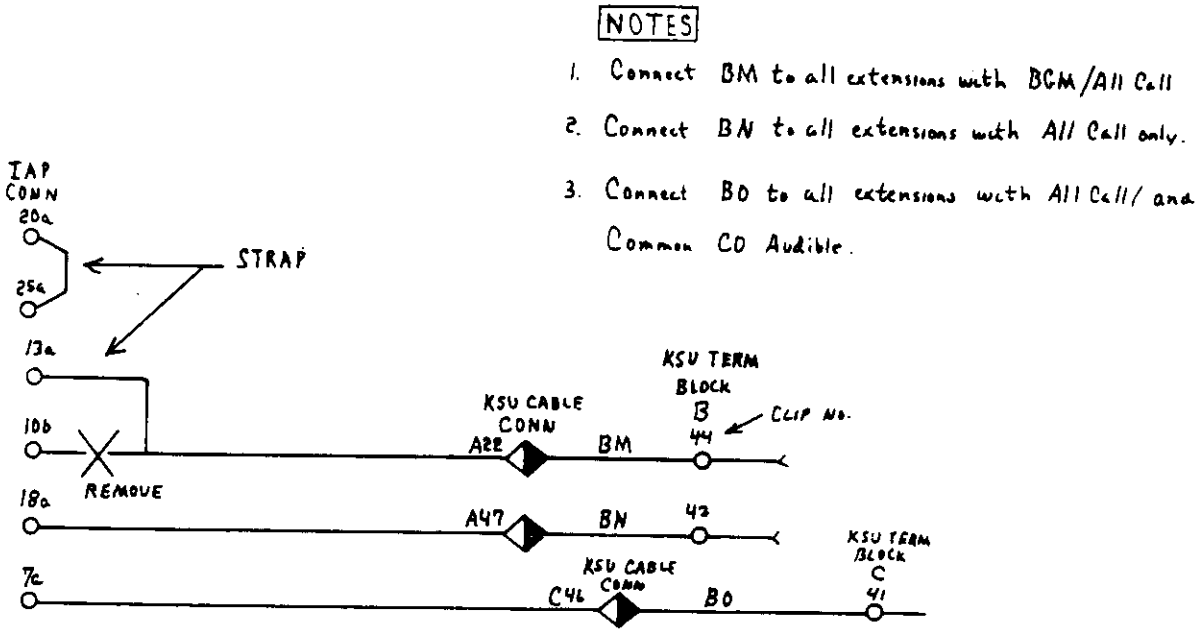

FIGURE 8 IAP Card Connector Strap Requirements for BGM.
b. When BGM is installed in a system with individual extension speakers to be connected, Installer straps are required on the IAP circuit card connector as shown on Figure 8.